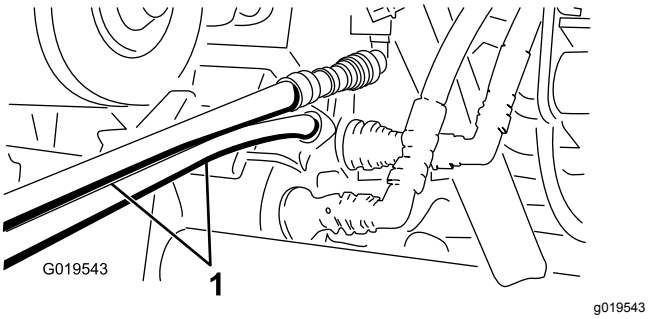

**Figur 75**
5. På den anden maskine: Forbind de to slanger med koblingen, der stadig sidder i koblingsholderen (forbind topslangen med topkoblingen og bundslangen med bundkoblingen) (Figur 75).